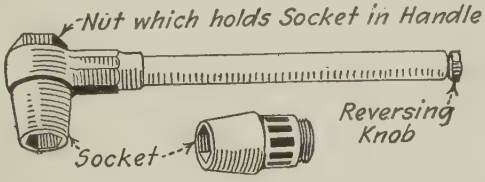

Fig. 213.—Ratchet wrench.
8. The ratchet wrench (Fig. 213) is especially useful when only a short swing of the handle is permissible; in fact the multiple ratchet wrench may be used with a swing of only